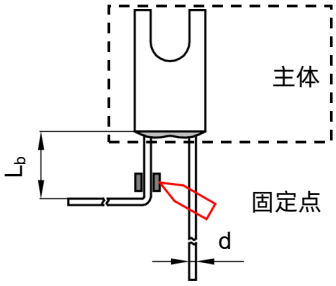

图 T-2
2. 弯折引线时请使用钳子或其它工具固定（如图T-2所示），以免损坏产品。